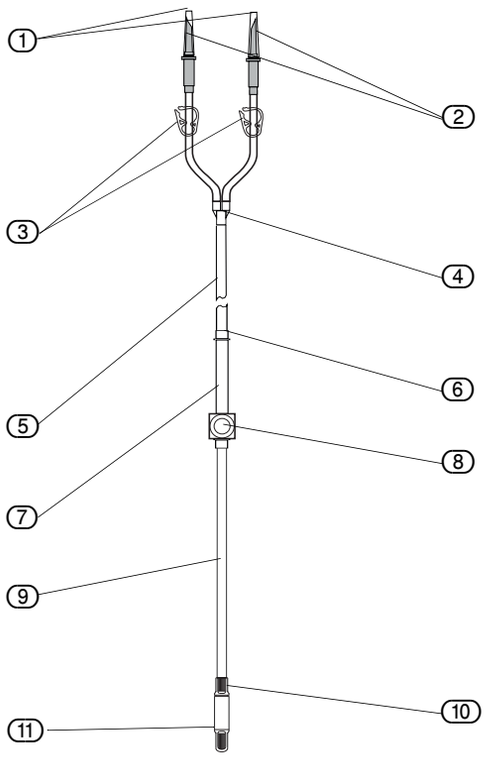

Fig. 5-9 Éléments du lot de tubulures à usage journalier
Le nouveau capuchon stérile fourni avec la tubulure patient doit être vissé sur le raccord d'hygiène (Fig. 5-9 "Éléments du lot de tubulures à usage journalier" (10)) du lot de tubulures à usage journalier immédiatement suite à la procédure chirurgicale afin d'assurer une protection contre toute contamination. Ce protecteur stérile reste raccordé à la tubulure à usage journalier jusqu'à la prochaine intervention.
La tubulure patient présente un raccord d'un côté servant au raccordement avec la tubulure à usage journalier (raccord d'hygiène (12)). Un raccord Luer Lock (15) pour le raccordement à un instrument tel qu'un trocart est disposé de l'autre côté. Raccorder le raccord d'hygiène (12) de la tubulure patient à la pièce correspondante sur la tubulure à usage journalier (Fig. 5-9 "Éléments du lot de tubulures à usage journalier"(10)).
Afin de séparer la zone stérile de la zone non stérile, attribuer les tâches suivantes à l’infirmière ou au technicien médical « non stérile » ou « stérile ». Les numéros indiqués se rapportent à Fig. 5-9 "Éléments du lot de tubulures à usage journalier", Fig. 5-10 "Éléments de la tubulure patient" et Fig. 5-11 "Installation du lot de tubulures patient à usage journalier".
- Relier le raccord Luer Lock (14) à l'instrument (par exemple canule d'arrivée). Ouvrir le robinet d'arrivée de l'instrument.
- Raccordez le connecteur hygiénique (12) de la tubulure pour patient (Fig. 5-10 "Éléments de la tubulure patient") au connecteur hygiénique (10) de la tubulure journalière (Fig. 5-9 "Éléments du lot de tubulures à usage journalier").